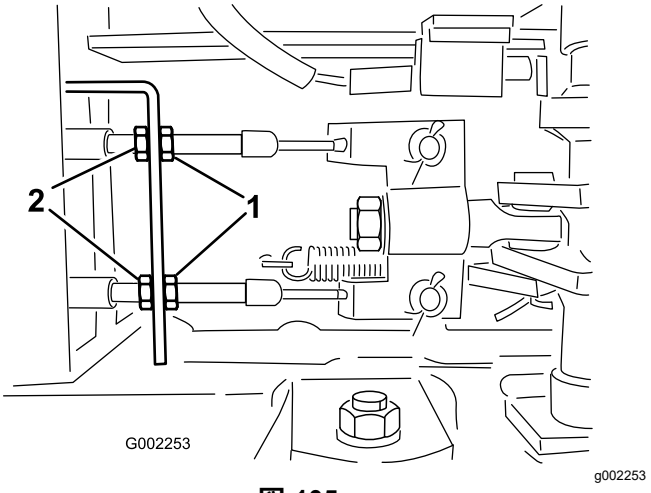

図 105
5. ブレーキケーブルの車両前端側にある前ジャムナットをゆるめる (図 105)。
6. 後ナットを均等に締めて、ブレーキペダルの遊びを10-20 mm に調整する図 105。